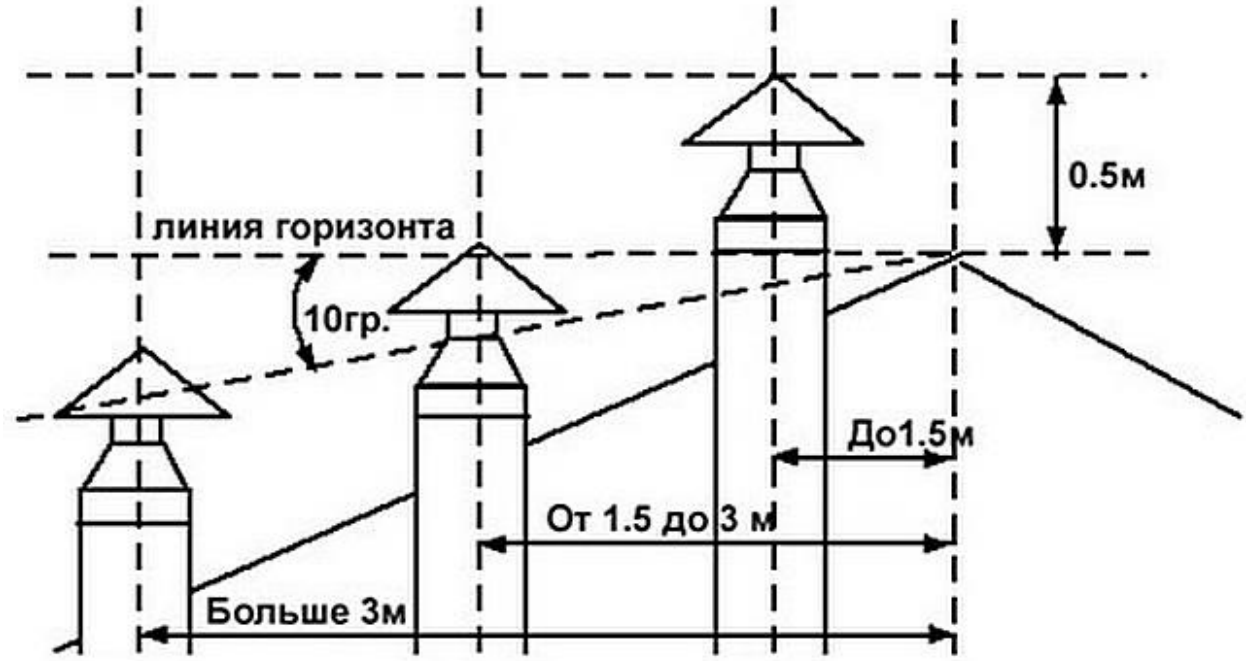

Рисунок 8 — Схема размещения дымоходов
4. Высоту дымохода можно рассчитать, используя рисунок 8.